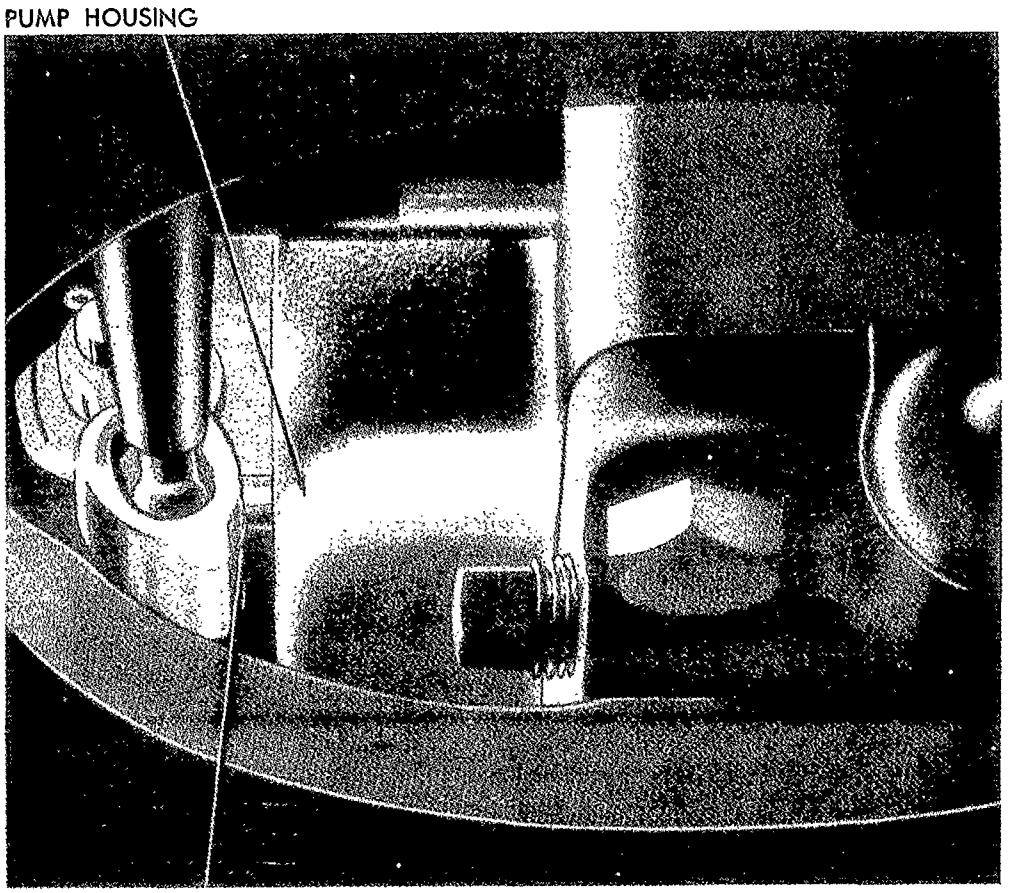

Fig. 72—End of Intake Control Valve Not Flush with Pump Housing
d. Control Valve Adjustment (Condition 1). If the end of the intake control valve is not flush with the pump housing, as shown in fig. 72 make the following adjustment: